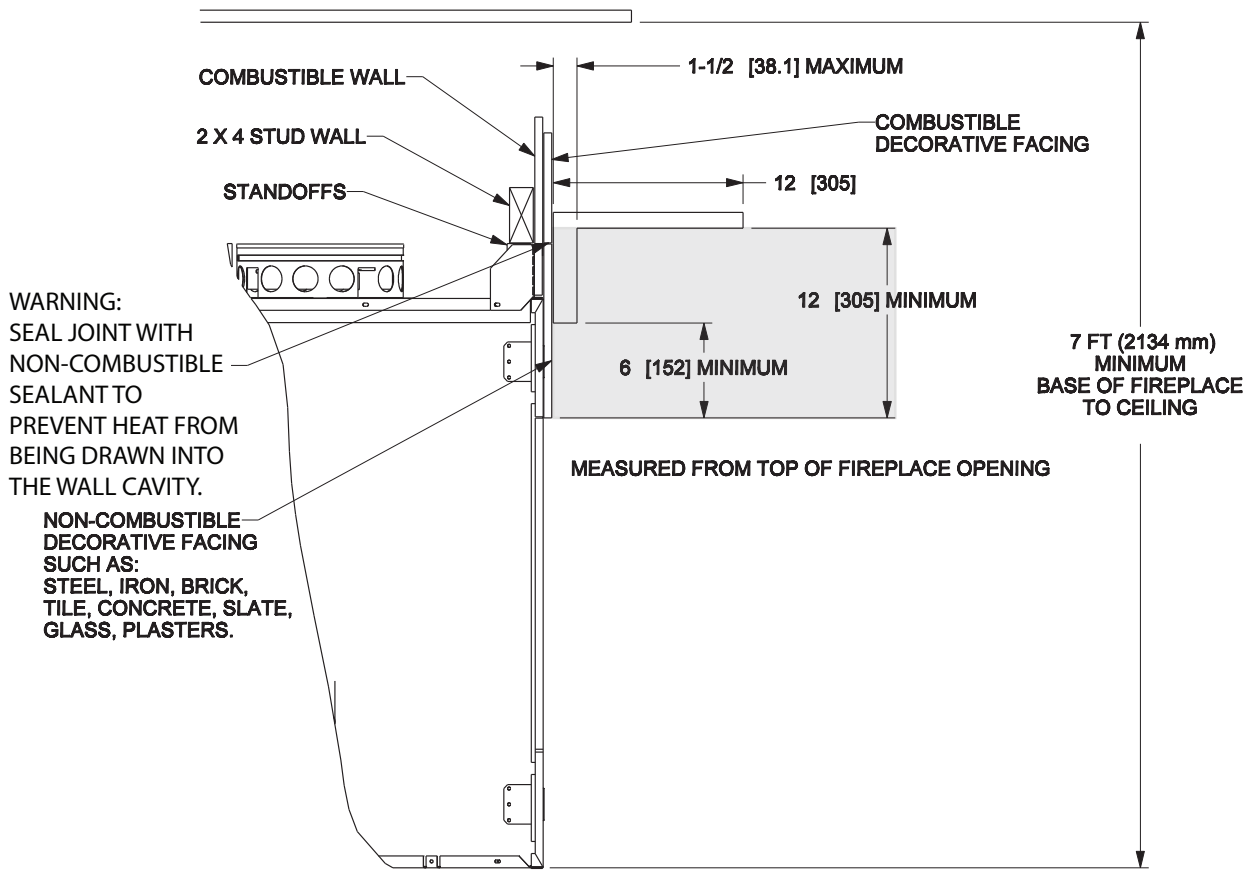

Figure 11.10 Clearances to Mantels or other Combustibles above Fireplace
- Refer to shaded areas of Figure 11.10 for the location and dimensions of a combustible mantel.